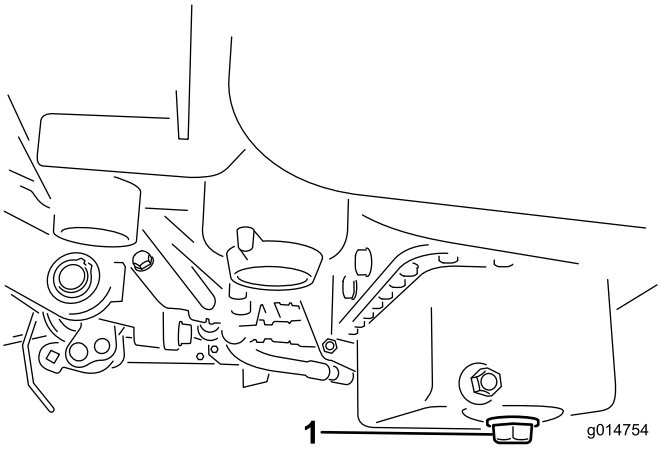

**Figur 45**
1. Ta bort avtappningspluggen och låt oljan rinna ned i ett kärl. Sätt tillbaka avtappningspluggen när oljan har slutat rinna (Figur 45).